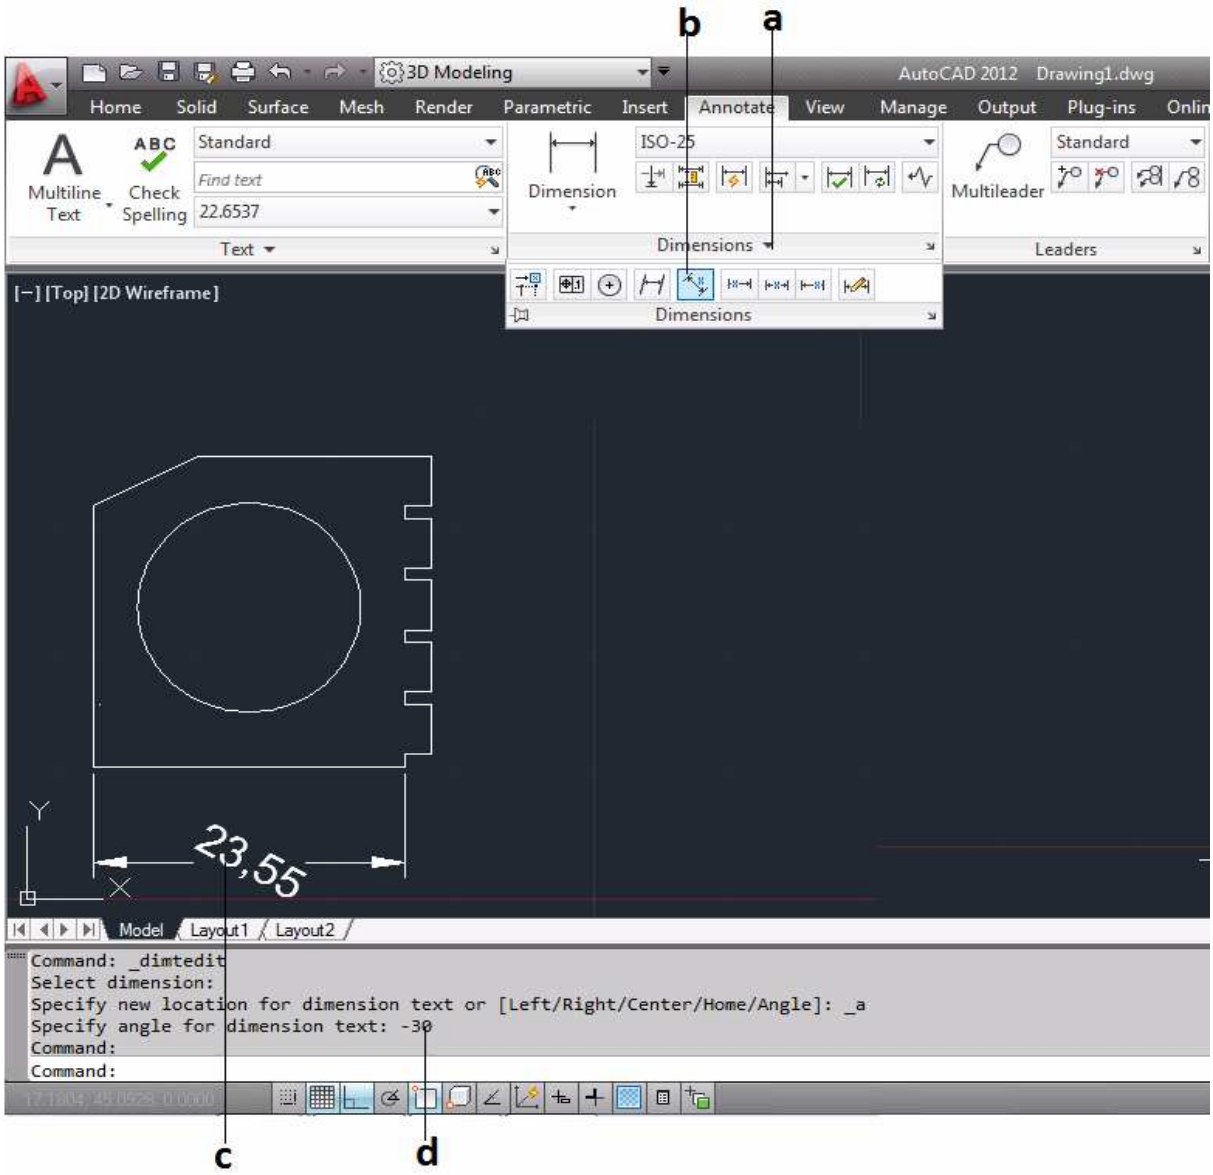

Figura 3.76 Acotado "Angulo"
- **a.** Se da clic sobre la flecha Dimensiones [Dimensions] para desplegar las opciones *(figura 3.76).*
- **b.** Se selecciona la opción angulo [angel], para activar la opción girar *(figura 3.76).*
c. Se selecciona la cota a cambiar de giro *(figura 3.76)*.
d. Se introduce -30 que será el ángulo de inclinación del texto y se da enter *(figura 3.76)*.